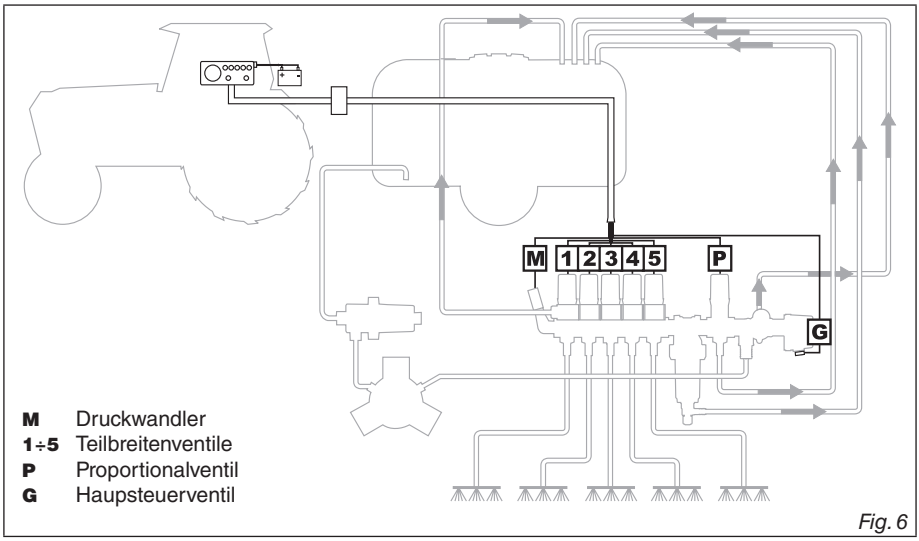

Fig. 6
Die für die Anschlüsse erforderlichen, entsprechend gekennzeichneten Kabel werden als Ausstattung zur Steuervorrichtung geliefert, die verwendet werden soll: Auf der Abb.6 werden die Kabelmarkierungen und die jeweiligen Vorrichtungen, an denen sie angeschlossen werden müssen, angegeben.
• Der in der Abb. 6 beschriebene Anschlussplan hat reinen Richtcharakter, aus diesem Grund kann es vorkommen, dass sich die standardmäßigen Einstellungen der Armatur je nach eingesetzter Steuervorrichtung ändern.